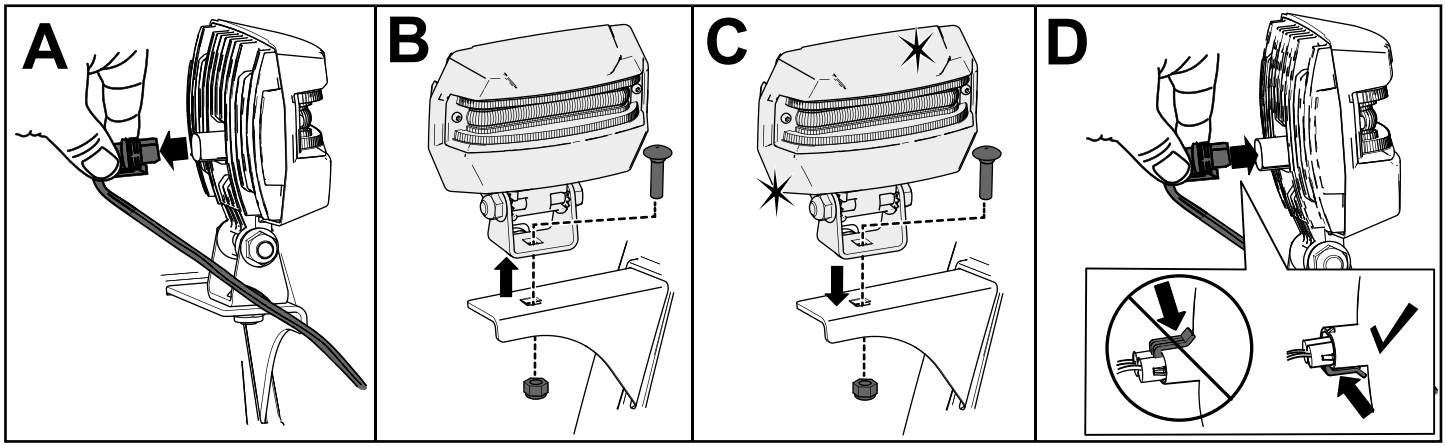

Rysunek 35
1. Odłącz przewód reflektora z tyłu reflektora (A w ramce Rysunek 35).
2. Odkręć śrubę z nakrętką mocujące zespół reflektora do wspornika reflektora, po czym zdejmij dotychczasowy zespół reflektora (B w ramce Rysunek 35).
3. Zamocuj nowy zespół reflektora do wspornika reflektora, używając odkręconej wcześniej śruby z nakrętką (C w ramce Rysunek 35).
4. Podłącz przewód reflektora bezpośrednio od tyłu reflektora, aż się zablokuje (D w ramce Rysunek 35).